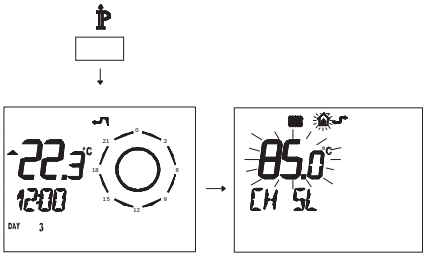

Fig. 7.28
- Press button for more than 3 seconds to enter in INFO mode (Fig. 7.28).